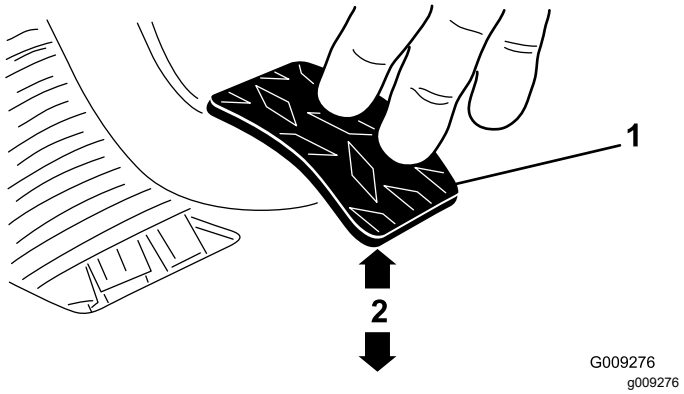

**図 65**
3. ジャムナットまたはボールジョイントを調整する 1.8 kgの力でクラッチペダルを踏んだ時にペダルの裏面の下端が床のダイヤモンド柄の頂部から 9.2-9.8 cm になるようにする図 65。